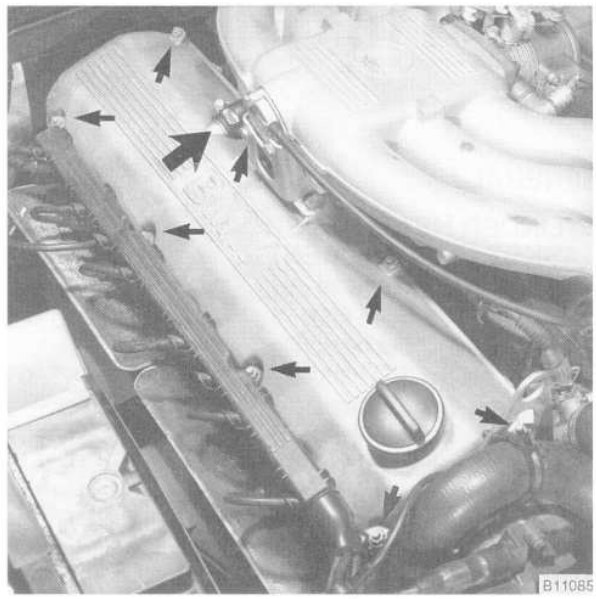

Fig. 2. Breather hose and cylinder head cover mounting nuts (**arrows**).
2. Disconnect the breather hose from the cover and remove the eight cover mounting nuts. See Fig. 2.